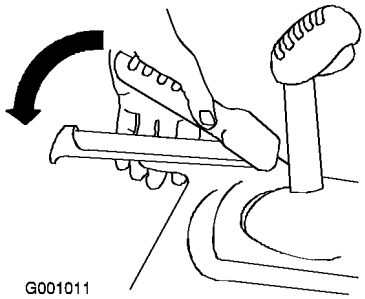

Bild 33
1. Drücken Sie zum Einkuppeln des Fahrantriebs den linken Hebel (Fahrantrieb) zum Handgriff (Bild 33).